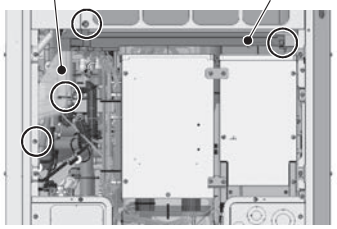

Figure 3
(3) Remove the drain cover by unscrewing the screw and cutting the cable tie. (See Figures 3 and 4.)